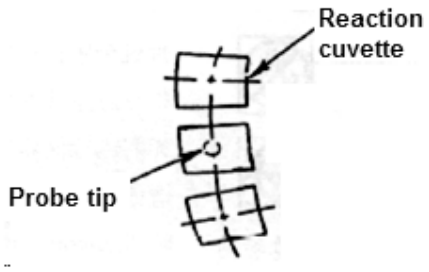

Figure 10-4-9
d)Conduct "sample probe horizontal check". When the sample probe stops above the reaction cuvette, check if the probe tip is in the center of the reaction cuvette, as shown in Figure 10-4-9. If not in the center, contact the maintainer.